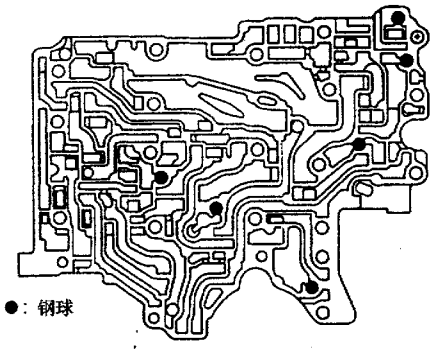

图 9－13－47
⑥如图 9－13－48 所示，把中阀体装到上阀体上，钢球的位置一定不要弄乱。